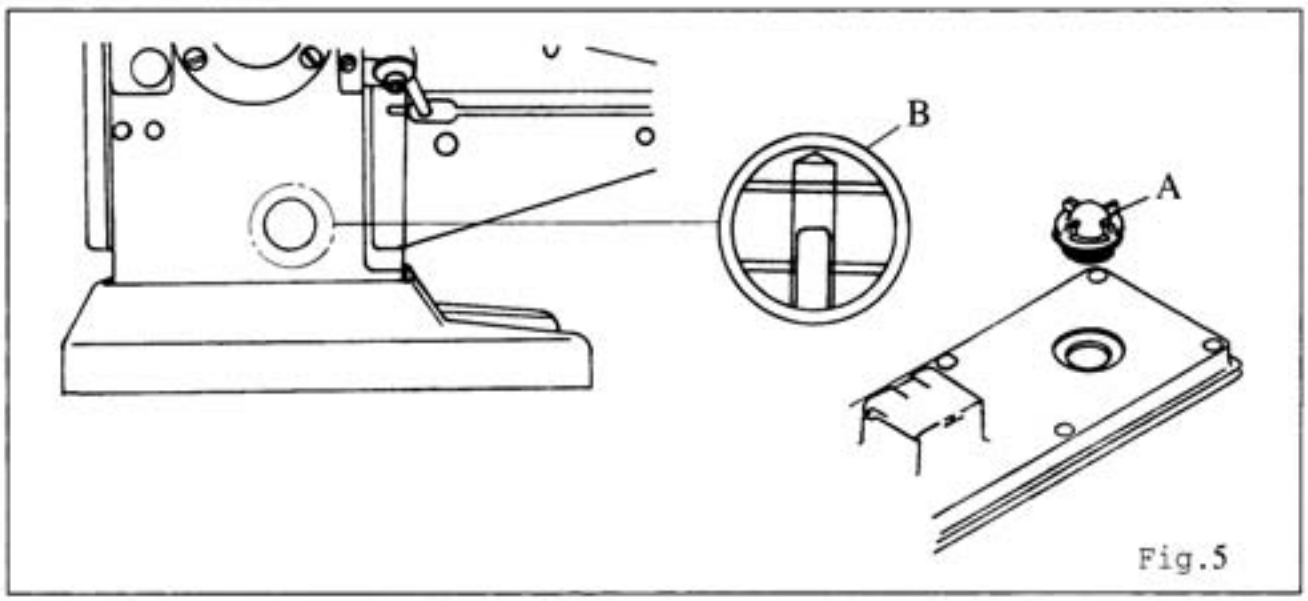

Fig.5
2. 在新机使用前请先注入润滑油。旋开顶盖上的喷油检视盖（A),将油缓缓注入机器中，待测量满至油标指示窗（B)上下线之间即可。（图5）
2. Before operating the new machine,to remove Oil Sight Window (A) and fill the oil slowly until the oil level reaches between lines H and L of Oil Sight Gauge (B). (Fig 5)